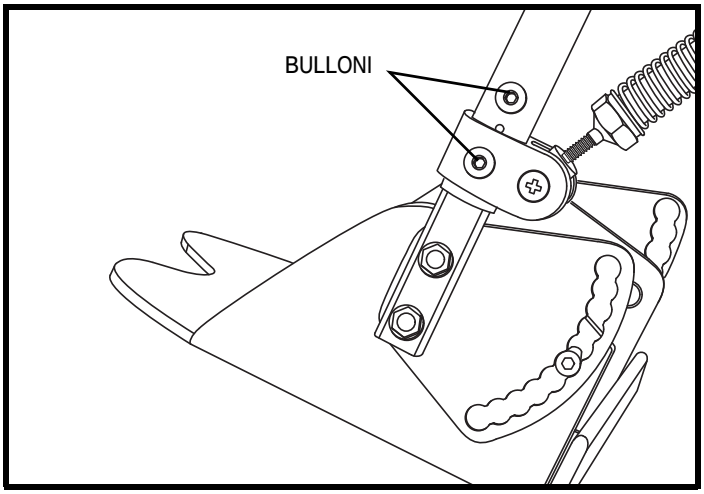

Figura 32. Regolazione lunghezza delle gambe del Kids FAST
1. Con una chiave esagonale da 5/32 pollici allentare i due bulloni in ciascun blocco di regolazione. **Vedere la figura 32.**